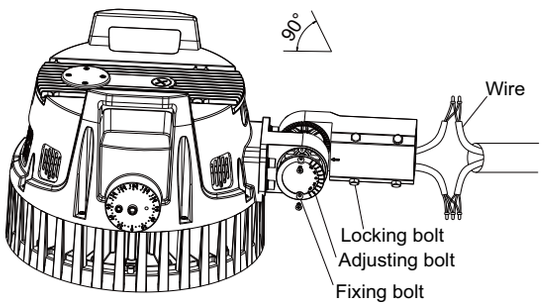
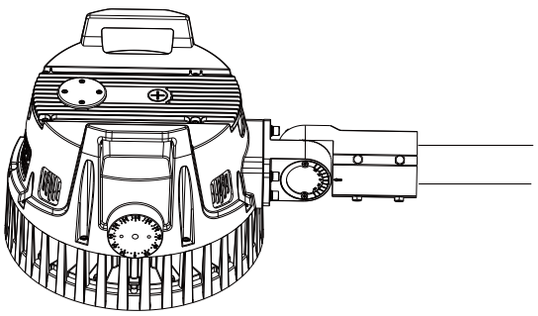

Figure 14
Figure 15
1. Loosen the 4 locking bolts on the slip fitter, connect the wire correctly and put the wire into pole. Then fasten the locking bolts between slip fitter and the pole. (Figure 14)
2.Loosen the fixing bolts and adjusting bolts, align the fixture to required angle. Tighten adjusting bolt and fixing bolts after the angle is confirmed.(Figure 15)Notice: Adjustable angle is 0-90°(Figure 14).